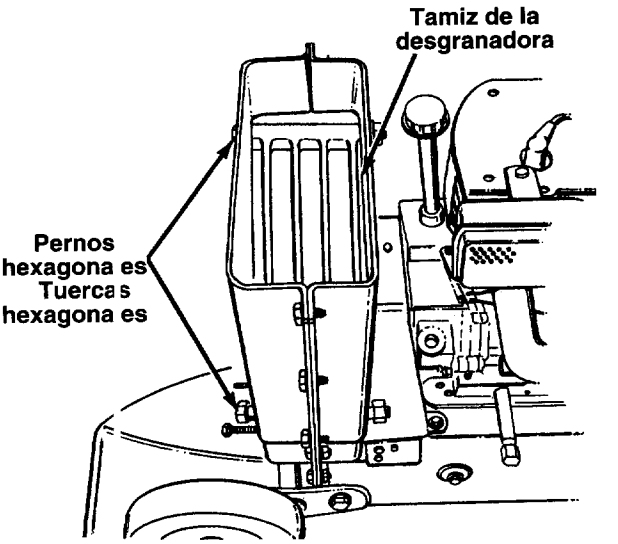

FIGURA 20.
- Retire los dos pernos hexagonales y tuercas hexagonales que se prolongan a través de la armadura. Levante el tamiz de la desgranadora desde adentro de la armadura. Vea la figura 20.
NOTA: Asegúrese de rearmar el tamiz de la desgranadora con el lado curvo hacia abajo según se muestra en la figura 20.